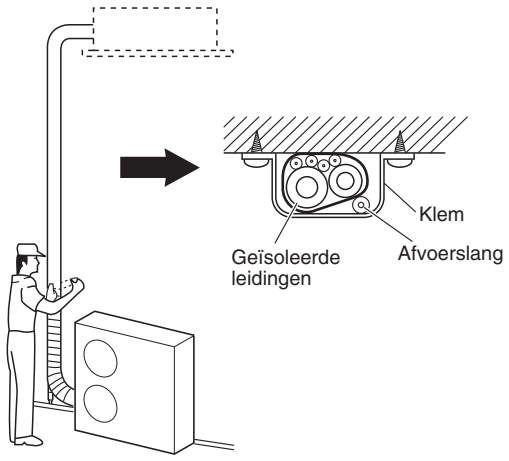

Afb. 5-9
(1) De koelleidingen (en de elektrische bedrading, als dat mag volgens de bouwverordening of andere regelgeving) moeten nu met versterkt plakband worden samengebundeld. Om te voorkomen dat het afvoerreservoir overloopt met condens, moet u de afvoerslang gescheiden houden van de koelleidingen.
(2) Wikkel het versterkte plakband om de leidingen vanaf de onderkant van de buitenunit tot de bovenkant van de leidingen waar deze muur in gaan. Overlap steeds de helft van de vorige gang bij het wikkelen van het plakband om de leidingen.
(3) Bevestig de leidingenbundel aan de wand met ongeveer 1 klem per meter. (Afb. 5-9)